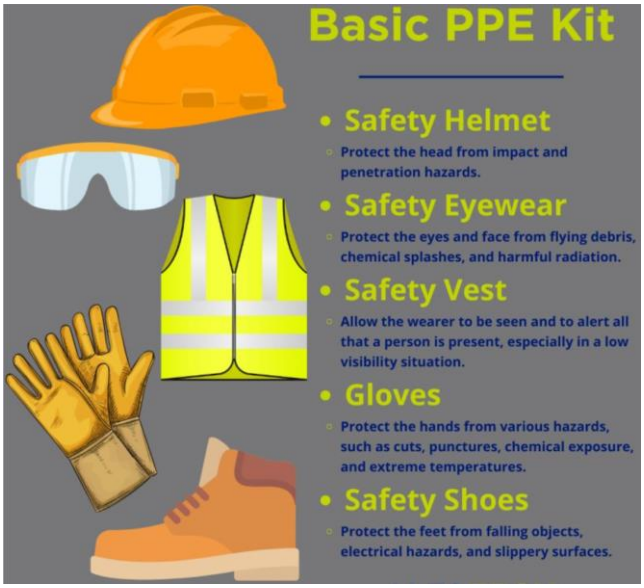

Figure 1(Basic PPE Kit)
4.1 Wear all personal protective equipment (PPE) such as gloves, safety glasses, and appropriate footwear (Figure 1).